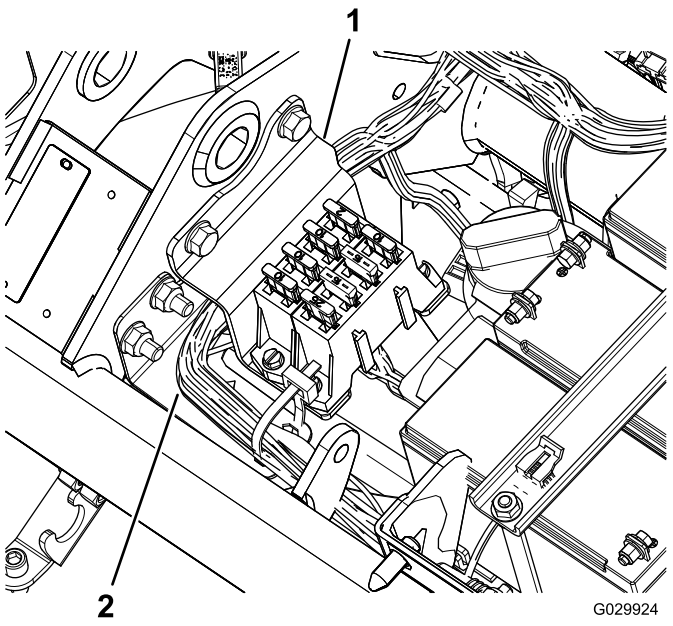

Рисунок 10
23. Установите блок предохранителей (Рисунок 10).